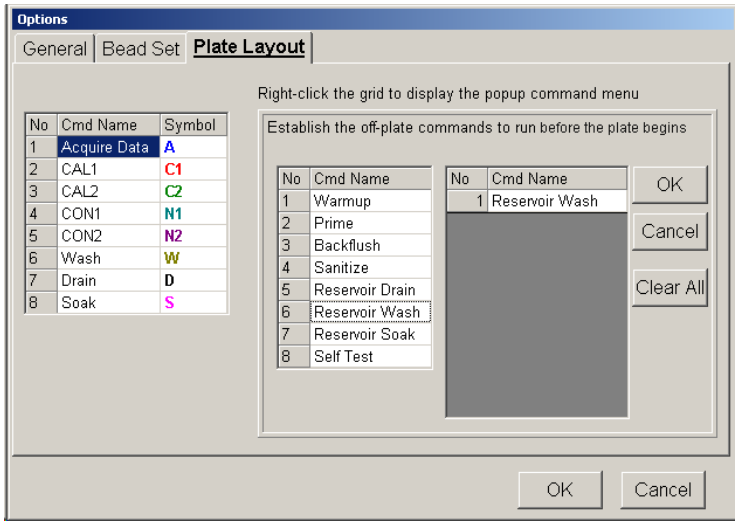

Figure 5-40. Plate Layout Tab, Off-Plate Commands
11. Establish preliminary off-plate commands. The system performs preliminary off-plate commands before the first well command. To establish a preliminary off-plate command, right-click anywhere over the plate layout and select **Preliminary Off-Plate Cmd(s)** from the menu.The command list dialog box appears similar to Figure 5-40.